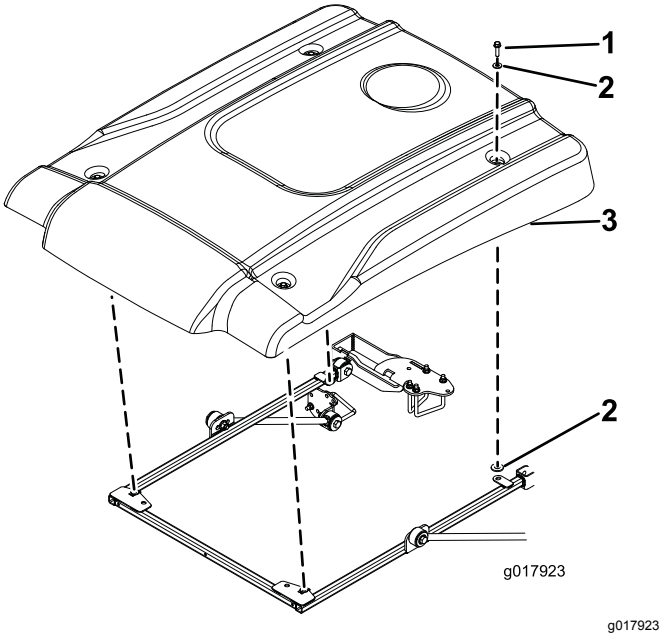

Figura 4
11. Alinee los taladros de montaje y posicione el toldo sobre el bastidor, según se muestra en Figura 4.
12. Sujete provisionalmente cada esquina del toldo al bastidor con un perno con arandela prensada (5/16" x 1¼") y 2 arandelas pequeñas (Figura 4).